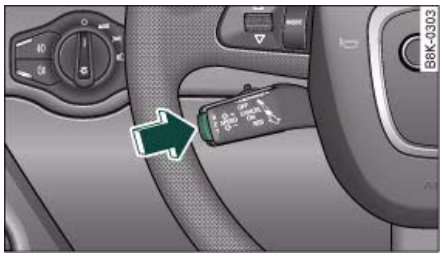

Fig. 139 Control lever for: Setting speed
– Press the SET button -arrow- ⇒ fig. 139 to confirm the target speed you wish to store.
You can still use the accelerator pedal at any time to increase speed in the normal way. The previously programmed speed will be resumed when the accelerator pedal is released. You can set a new speed at any time by pressing the SET button ⇒ *page 131*, fig. 139. ■